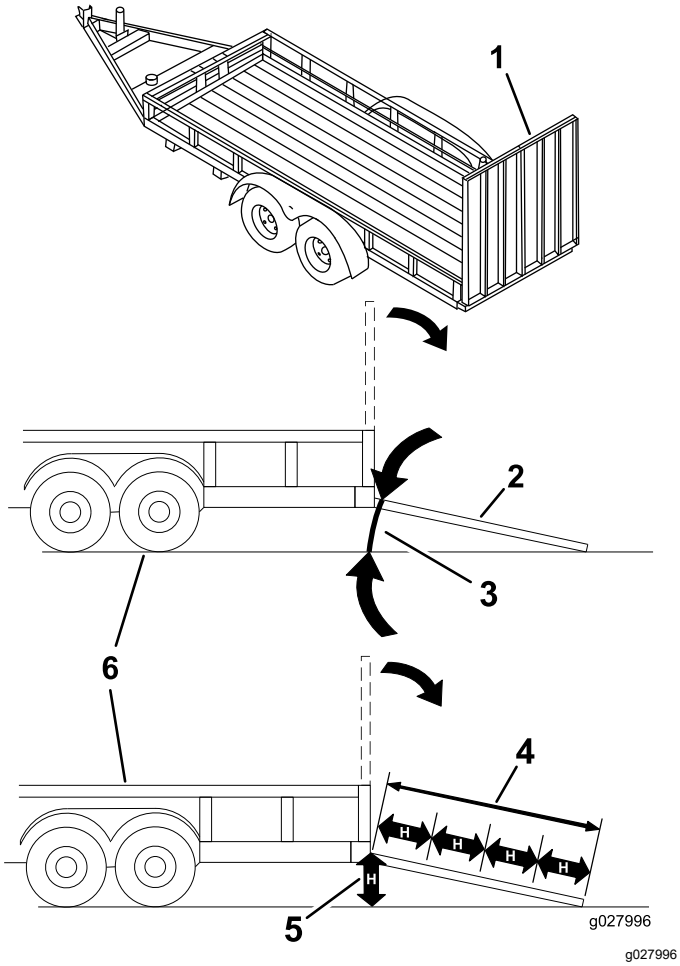

Figur 34
**Lasting av maskinen på en tilhenger eller lastebil øker muligheten for at den velter og kan føre til alvorlig skader eller dødsulykker (Figur 34).**
3. Senk rampen og sørg for at vinkelen mellom rampen og bakken ikke overskrider 15 grader (Figur 34).
1. Senk rampen og sørg for at vinkelen mellom rampen og bakken ikke overskrider 15 grader (Figur 34).